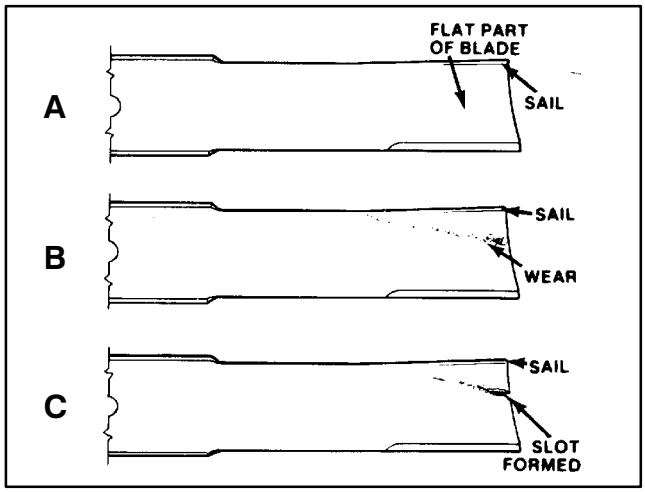

Figure 27
2. Examine cutting ends of the blade carefully, especially where the flat and curved parts of the blade meet (Fig. 27–A). Since sand and abrasive material can wear away the metal that connects the flat and curved parts of the blade, check the blade before using the mower. If wear is noticed (Fig. 27–B), replace the blade.
If blade is allowed to wear, a slot will form between the sail and flat part of the blade (Fig. 27–C). Eventually a piece of the blade may break off and be thrown from under the housing, possibly resulting in serious injury to yourself or bystanders.